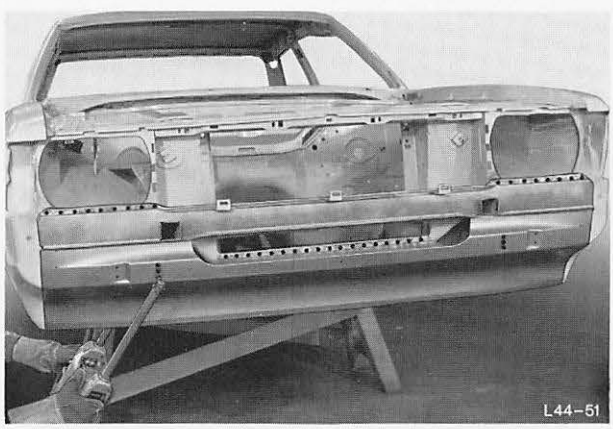

Abb. 71 Kühlergitterblech mit Schürze einpunkten
14. Kühlergitterblech mit Schürze wie unter Pos. 44 222 beschreiben, einpunkten, Abb. 71.